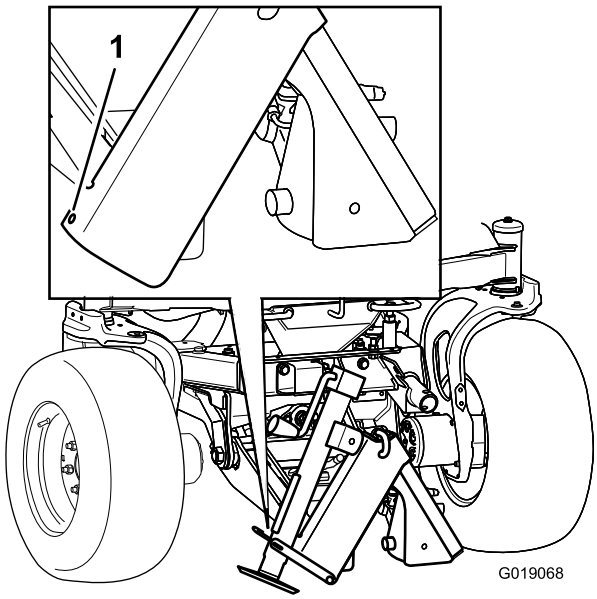
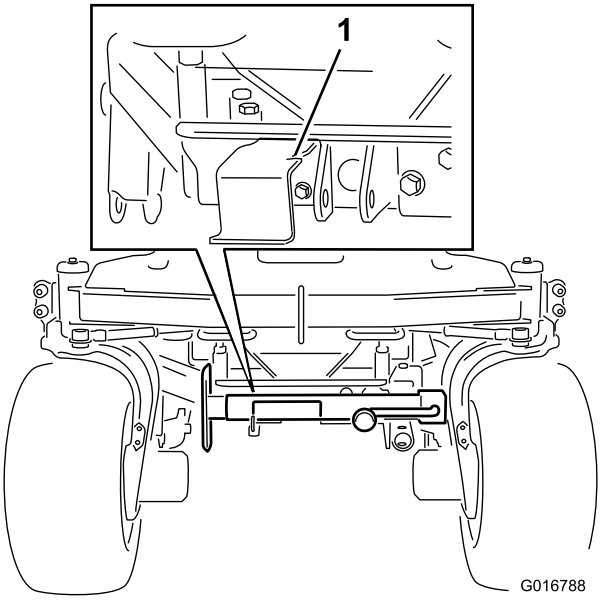

Bild 9
Bild 10
2. Stecken Sie den angebundenen Splint (nicht abgebildet) durch das seitliche Loch der Wagenhebernabe und das Loch in der Lasche und befestigen Sie den Wagenheber mit dem Spanngurt (Bild 9 oder Bild 10).